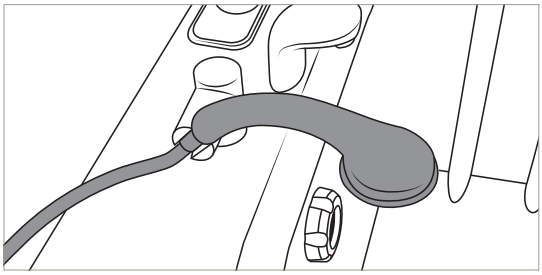

Abbildung 66
27. Stecken Sie den Duschgriff in den Halter zurück. Siehe Abbildung 66.